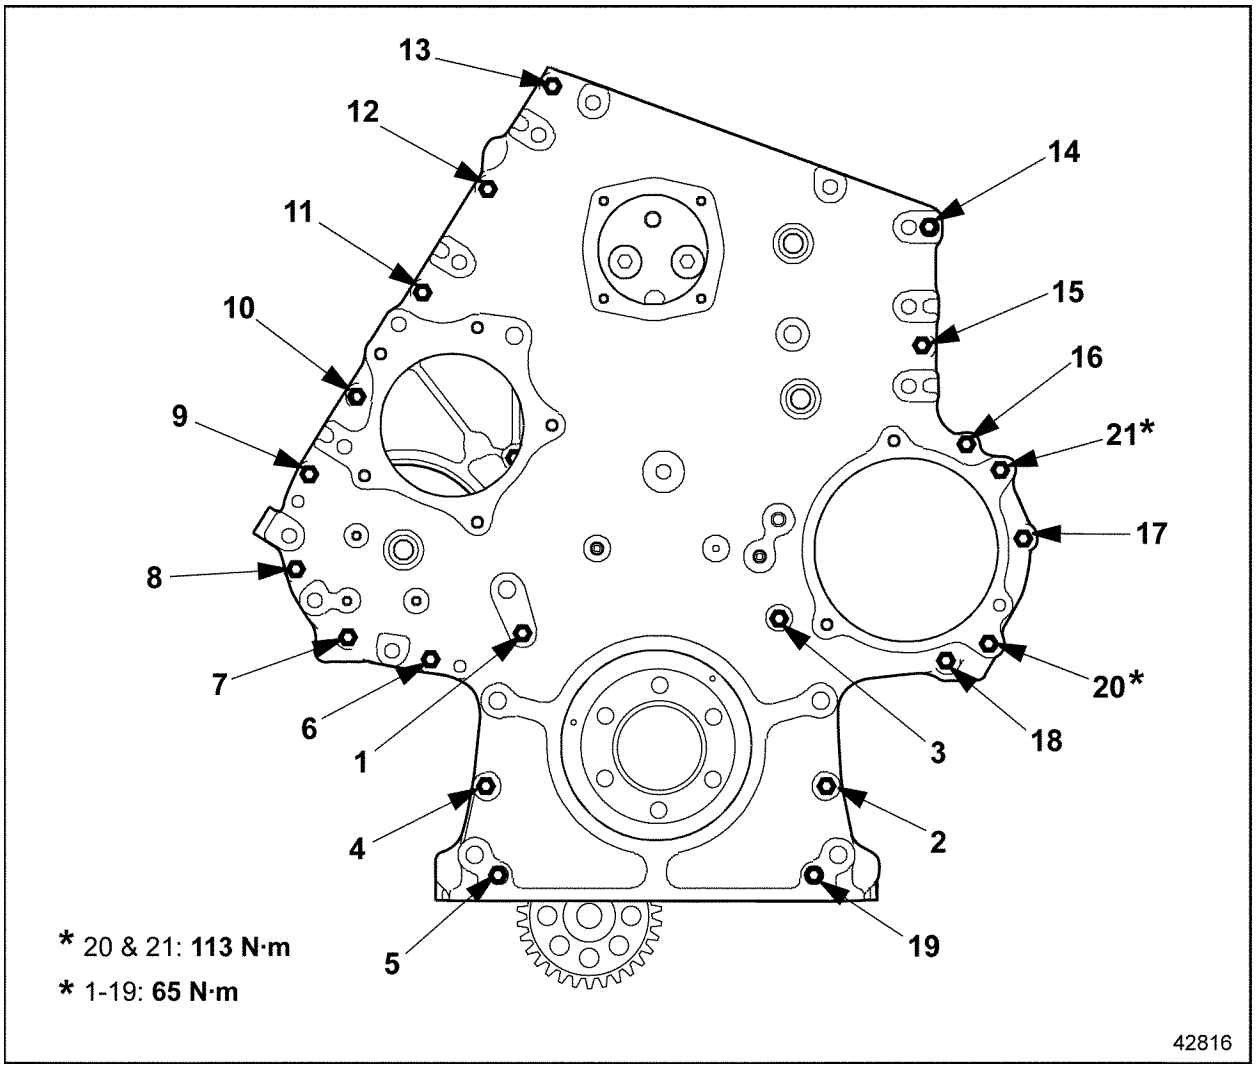

Figure 1-178 Gear Case Cover Bolt Torque Sequence Series 60 2002 Engine
5. For Series 60 2002 Engines there are 21 bolts that secure gear case cover to to gear case. Torque bolts No.1 through 19 to 65 N·m (48 lb·ft). Torque bolts 20 and 21 to 113 N·m (83 lb·ft). See Figure 1-178.